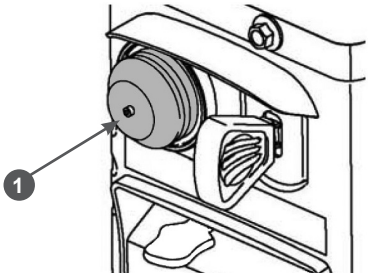

Рис. 40 Расположение ручного топливного насоса
7. Для запуска холодного двигателя нажмите 3 раза на ручной топливный насос 1 (Рис. 40).